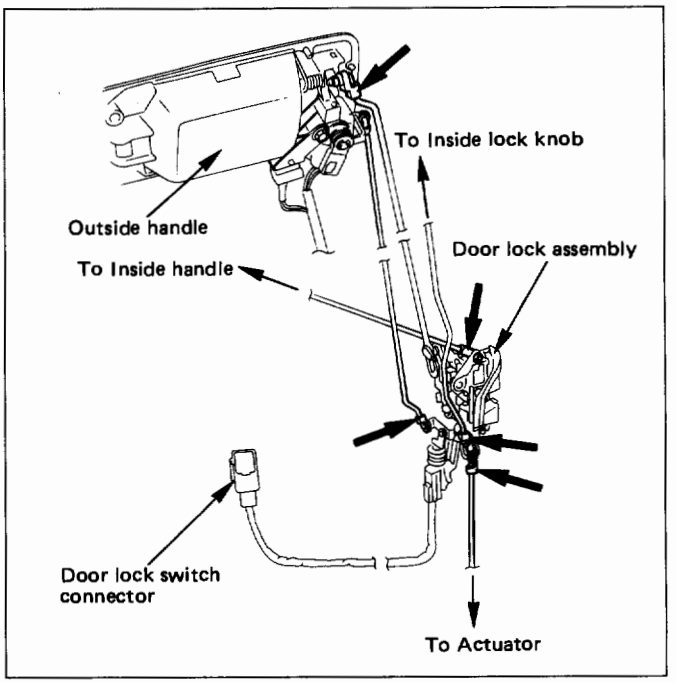

Fig. 10-63
4. **Door lock assembly (Fig. 10-63)**